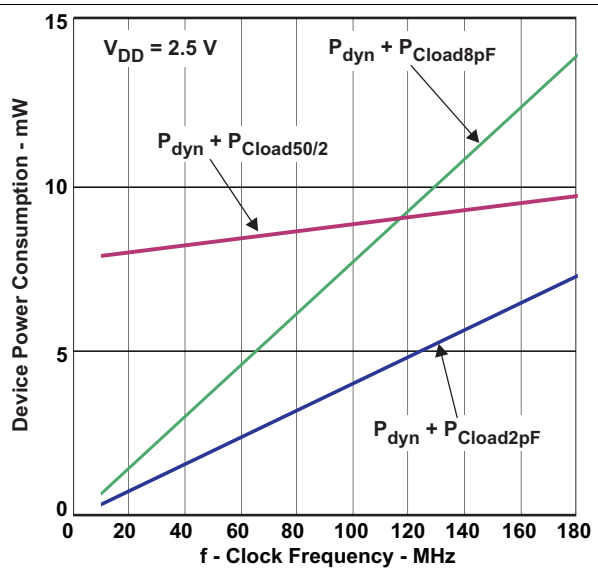

Figure 1. Device Power Consumption vs Clock Frequency (Load 50 Ω into V_{DD}/2; 2 pF, 8 pF; Per Output)
(2) For dynamic I_{DD} over frequency see and Figure 1.
(3) This is the formula for the power dissipation calculation (see and the *Power Considerations* section).
The output load can be capacitive only or capacitive and resistive. The following formula and the power graphs in and Figure 1 can be used to obtain the power consumption of the device:
$P_{dyn} + P_{Cload}$ = see and Figure 1